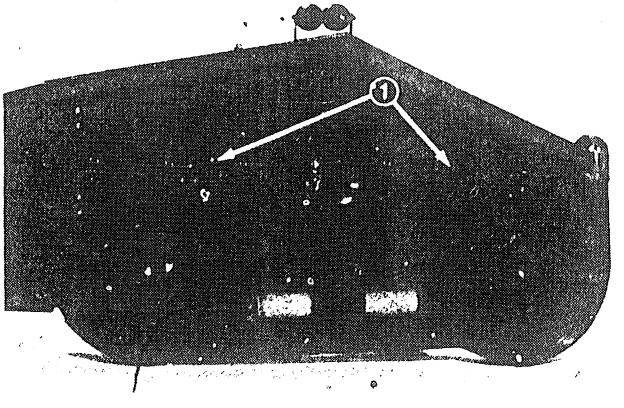

Figure 5
3. Remove (2) capscrews and flange nuts plugging mounting holes in deck tunnel (Fig. 5). Retain all fasteners for further use.